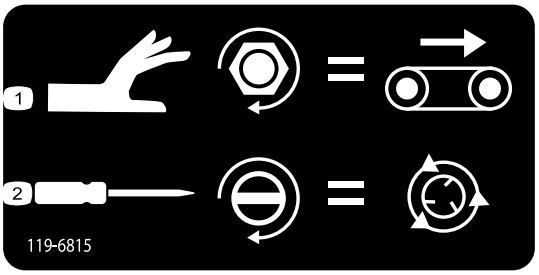

Figur 44
- Drej grebet med uret for at justere transportbåndets hastighed (Figur 44). I betjeningssystemet med farvekoder bruges transportbåndets maksimale hastighed, så denne justering kan foretages uden hydraulikflow. Det er den bedste indstilling, når tragtbeholderen er fyldt med sand.
- Brug en flad skruetrækker til at forøge spinderhastigheden(Figur 44) ved at dreje med uret eller sænke hastigheden ved at dreje mod uret.